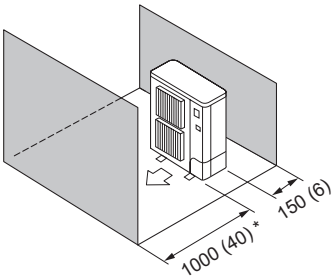

Fig. 2-10
(5) Obstacles uniquement à l'avant et à l'arrière (Fig. 2-10)